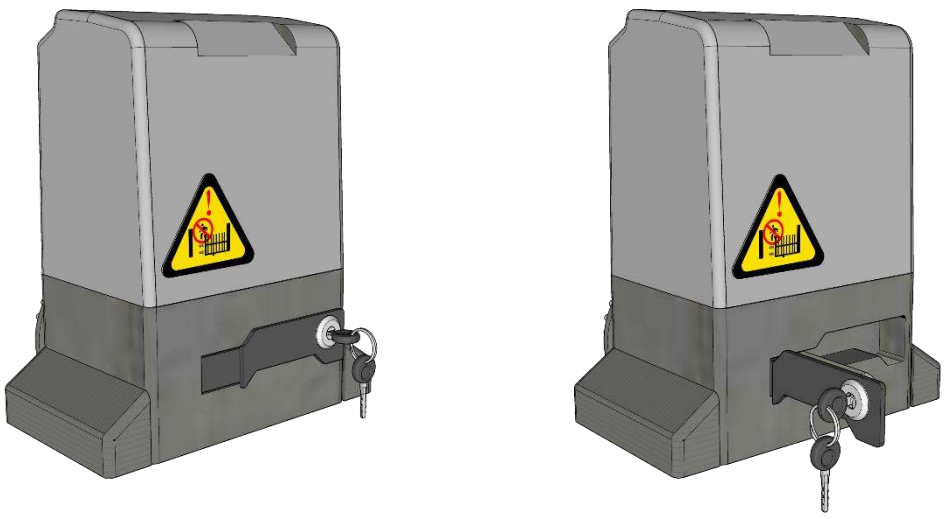

Fig.2
3. Manual Gate Operation (Fig.2)
- Unlock the main motor before installation by inserting the manual key and opening the clutch until it rotates 90° clockwise (Fig.2). Then, turn the output gear to ensure smooth rotation.